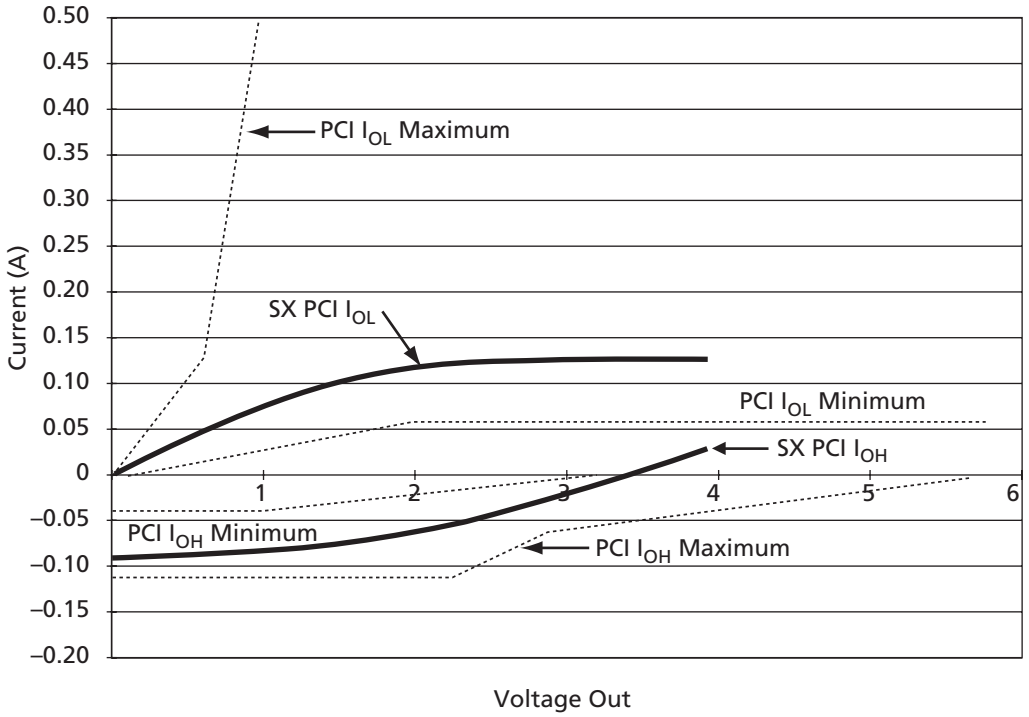

Figure 1-10 • **3.3 V PCI Curve for A54SX16P Device**
1. *Refer to the V/I curves in Figure 1-10 on page 1-14. Switching current characteristics for REQ# and GNT# are permitted to be one half of that specified here; i.e., half size output drivers may be used on these signals. This specification does not apply to CLK and RST# which are system outputs. "Switching Current High" specification are not relevant to SERR#, INTA#, INTB#, INTC#, and INTD# which are open drain outputs.*
2. *Maximum current requirements must be met as drivers pull beyond the last step voltage. Equations defining these maximums (C and D) are provided with the respective diagrams in Figure 1-10 on page 1-14. The equation defined maxima should be met by design. In order to facilitate component testing, a maximum current test point is defined for each side of the output driver.*
Figure 1-10 shows the 3.3 V PCI V/I curve and the minimum and maximum PCI drive characteristics of the A54SX16P device.